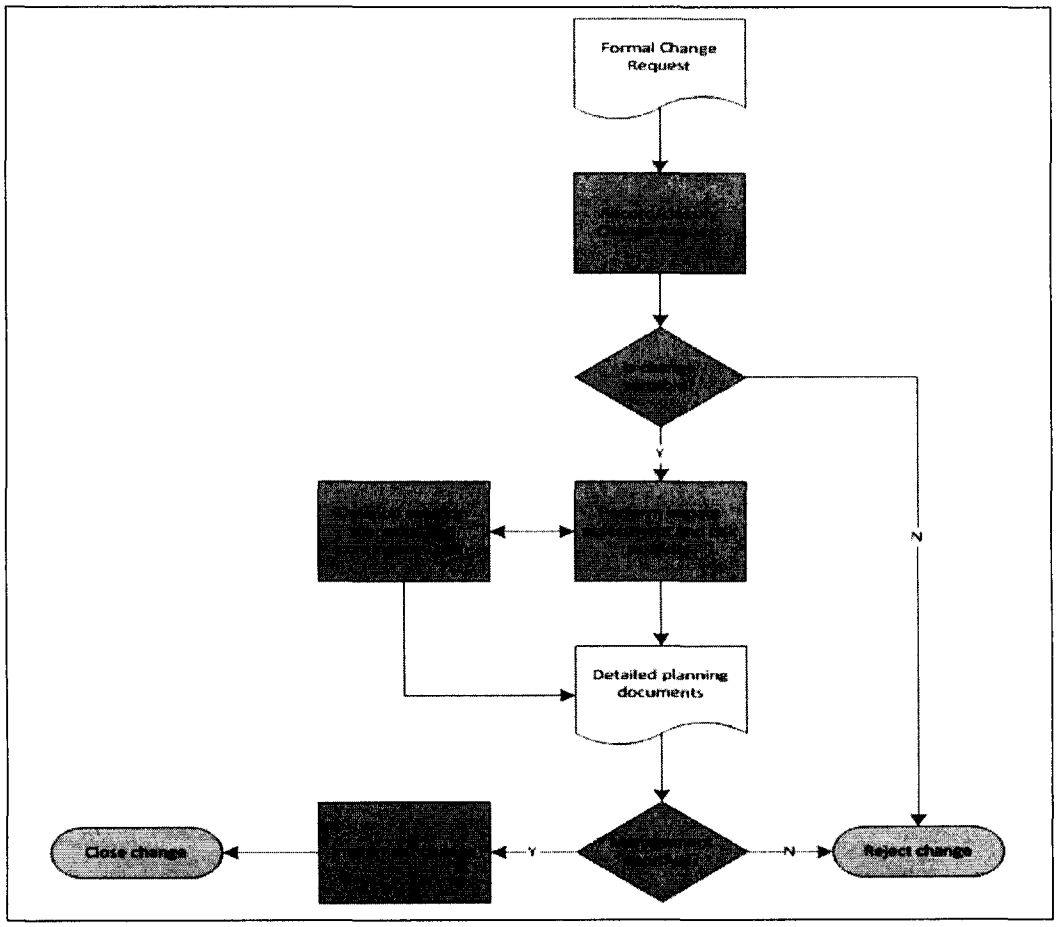

Figure 1. Change Control Process
Any party introducing a variance to contract/SOW constraints must follow the Change Control Process described in the following seven (7) steps and illustrated in Figure 1: